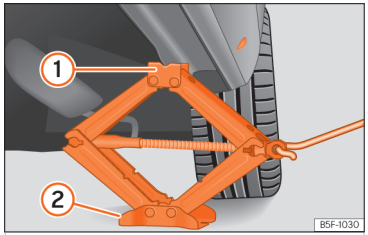

**Fig. 245** Crossbar: mounting the jack on the vehicle.
- Turn the jack crank handle, located below the strut support point, to raise it until the tab ① ››› Fig. 245 is below the housing that is provided.
- Align the jack so that the tab ① "grips" onto the housing provided on the cross member and the mobile base ② is resting on the ground. The base plate ② should fall vertically with respect to the support point ① .